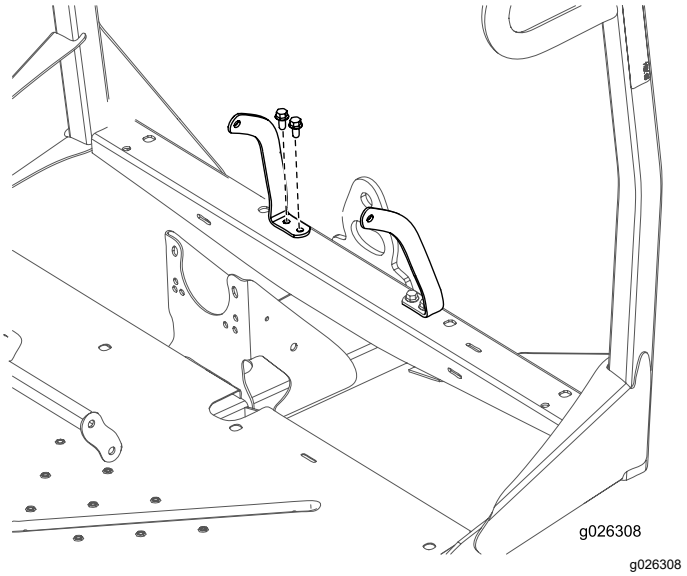

Figuur 9
4. Bevestig het anker van de linker- en rechterveiligheidsgordel aan het voorframe met 4 bouten (3/8 inch) en 4 moeren (3/8 inch) (Figuur 9).